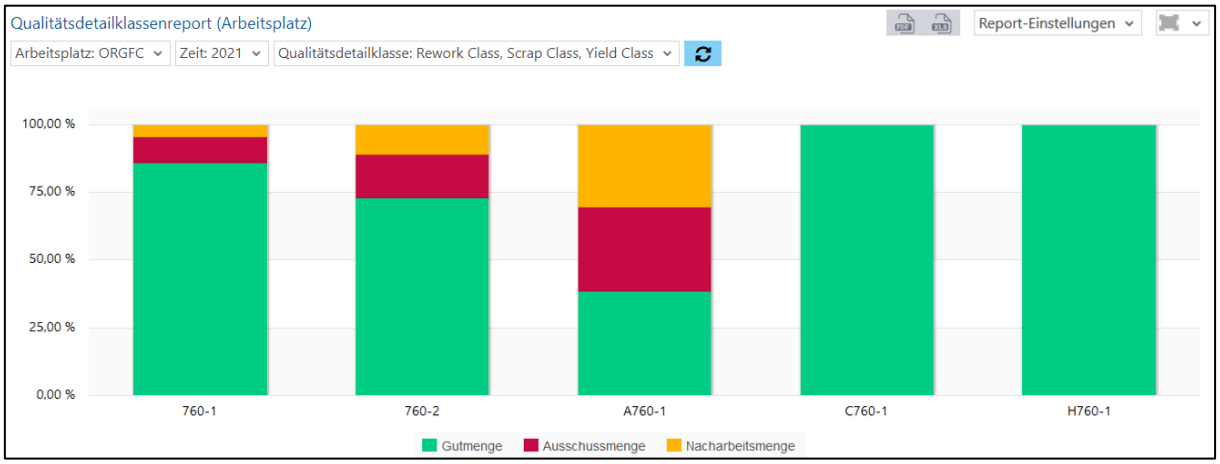

**Bild 111: Qualitätsdetailklassenreport (Arbeitsplatz) als Säulendiagramm**
- Qualitätsdetailklassenreport (Arbeitsplatz) als Säulendiagramm (Bild 111):